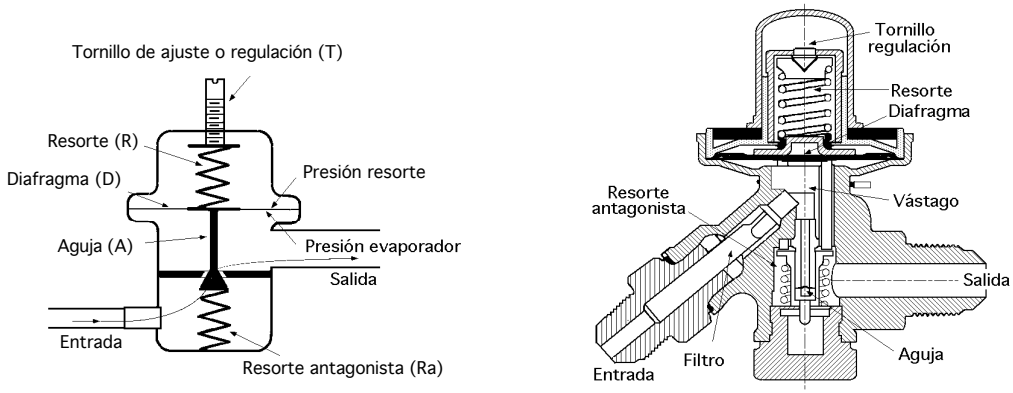

Fig III.1.- Válvula de expansión automática
- Válvula de expansión automática o presostato.- Este tipo de válvula reacciona a las variaciones de presión en el evaporador, asegurando una presión constante en el mismo, Fig III.1.